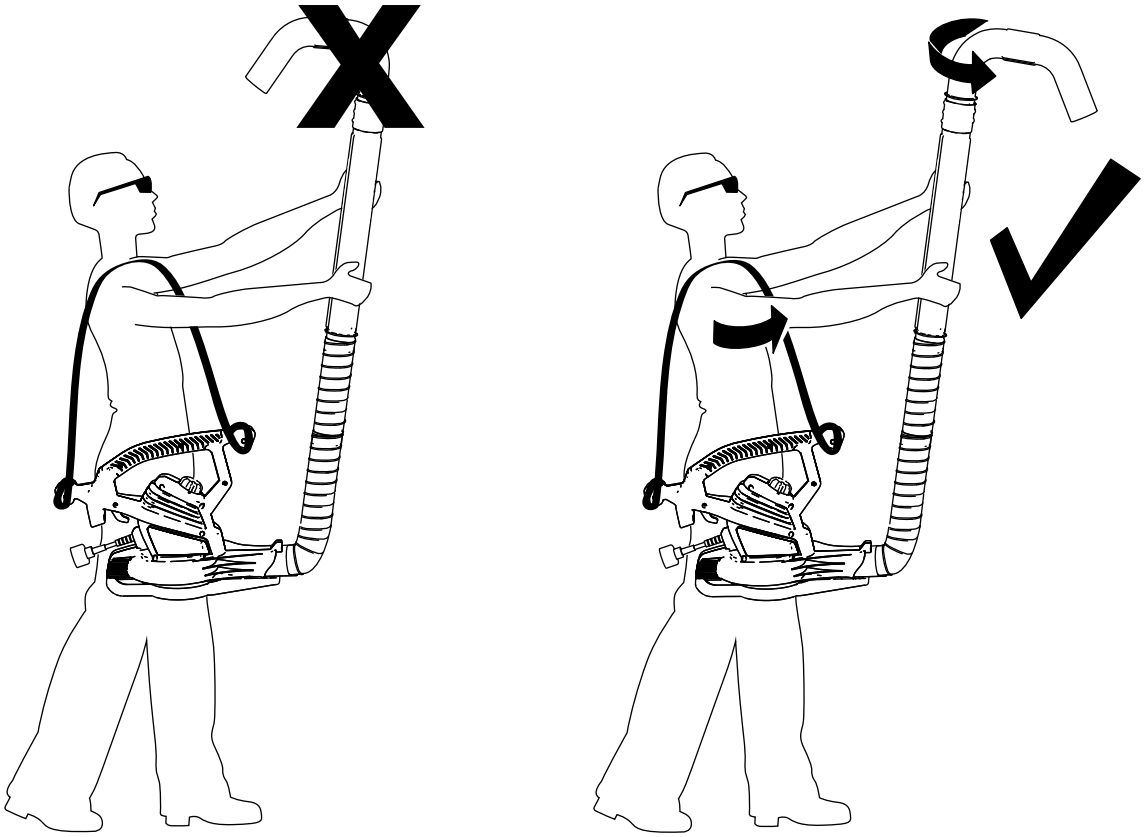

Figura 4
1. Afferrate il gruppo tubo con entrambe le mani, mantenendo il soffiatore contro le anche, con l'ugello rivolto verso l'esterno e l'ingresso rivolto verso il terreno (Figura 4).